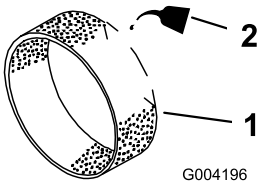

Figuur 16
3. Giet 29,6 tot 59,1 ml olie op het groffilterelement (Figuur 16).